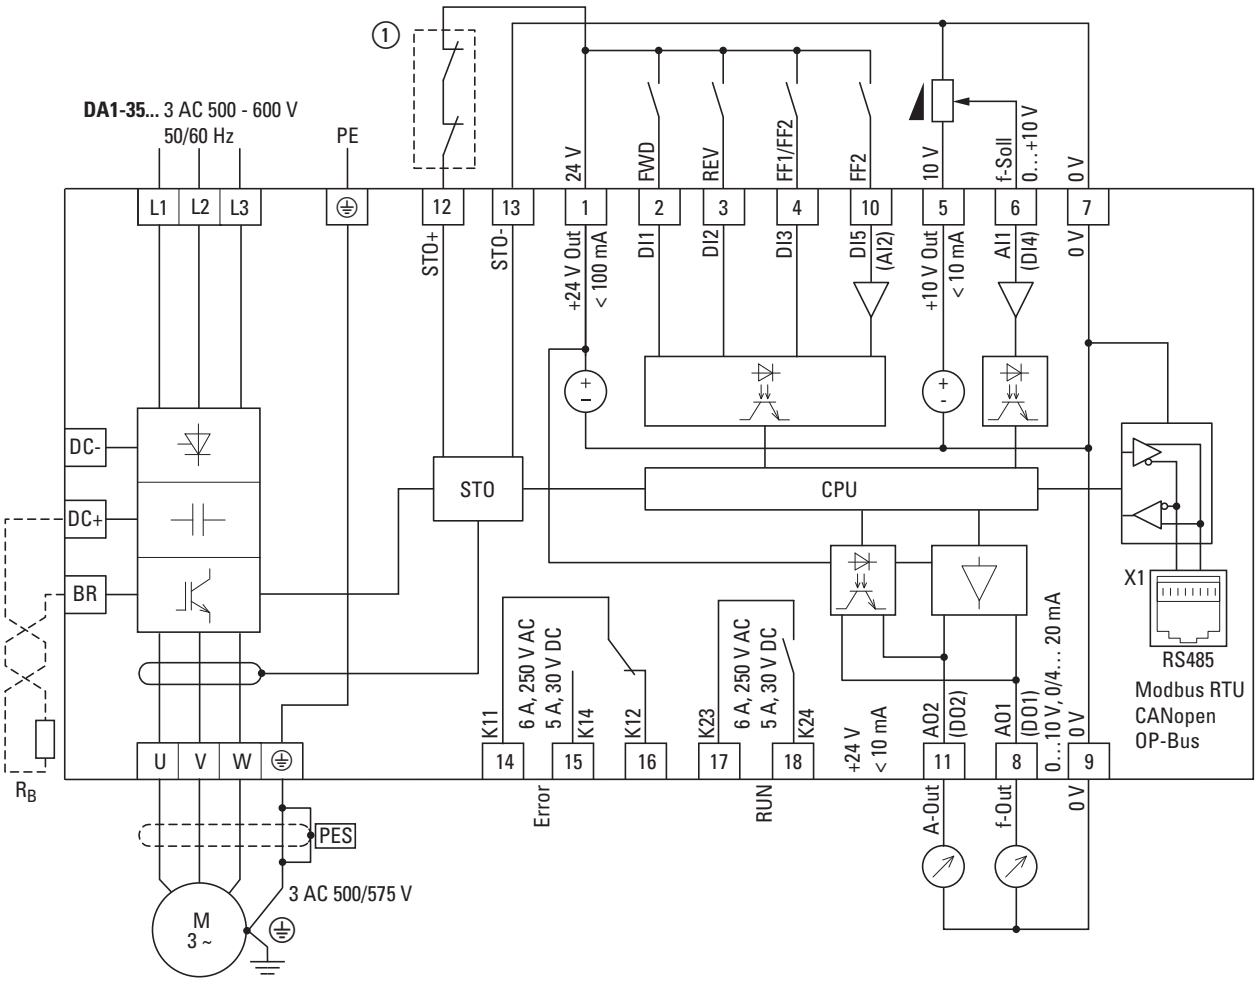

Figure 90:DA1-35… block diagram in frame size FS4
① Direct enable signal for STO function or relay: Safe Torque Off (STO), SIL 2 (EN 61800-5-2) as in → Figure 90, page 121.